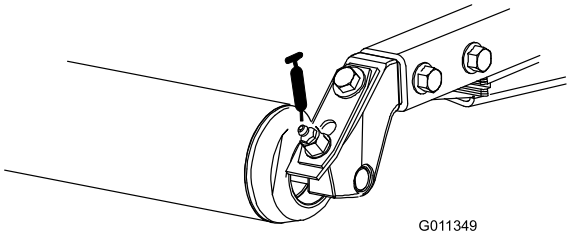

Figur 44
- Bakre rullager (2 per klippenhet) (Figur 44)